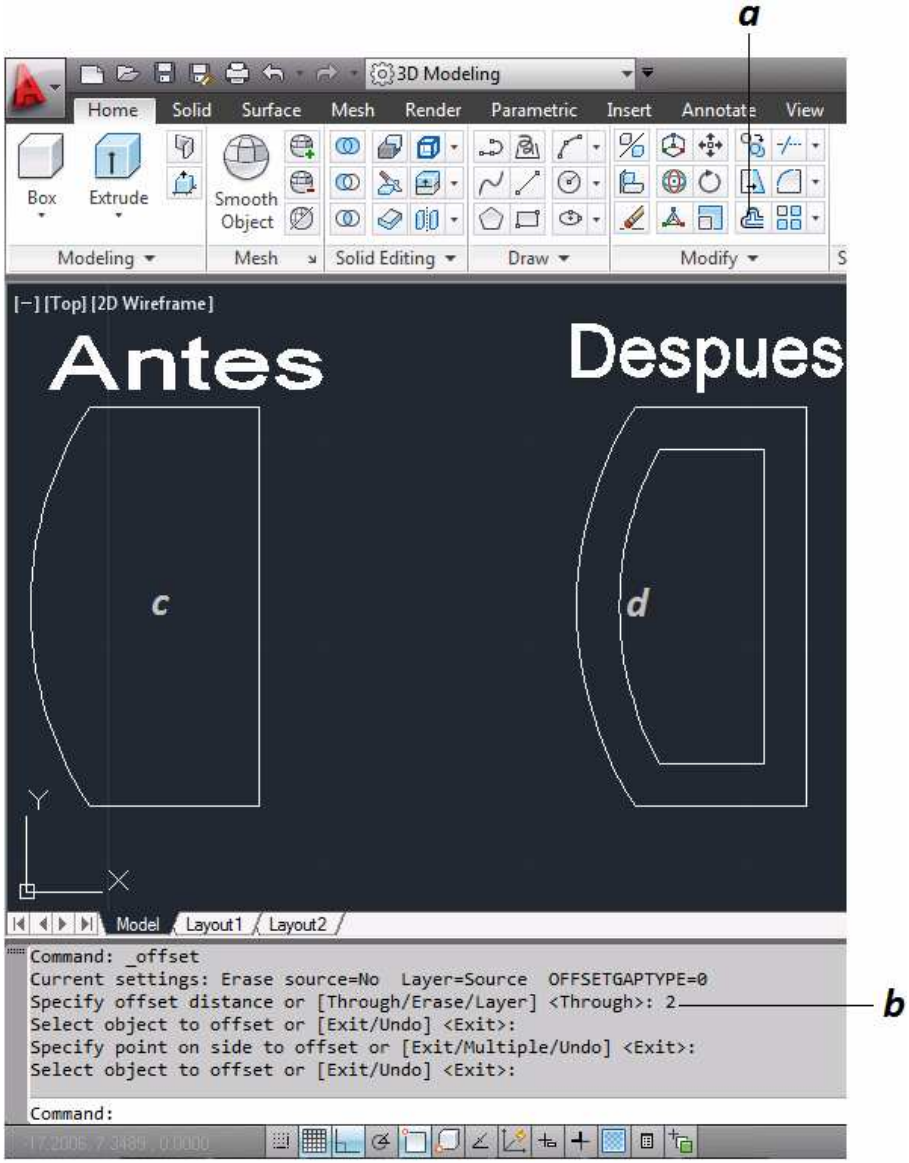

Figura 3.31 Modificacion de Entidades "Equiditancia"
a. Se selecciona el comando Equidistancia *(figura 3.31)*.
b. Se ingresa la distancia de la separación entre las entidades, este caso será 2 *(figura 3.31)*.
c. Se selecciona el objeto *(el objeto debe de ser una sola entidad*) *(figura 3.31)*.
d. Con el cursor se elige hacia donde ira la equidistancia y se da click *(figura 3.31)*.